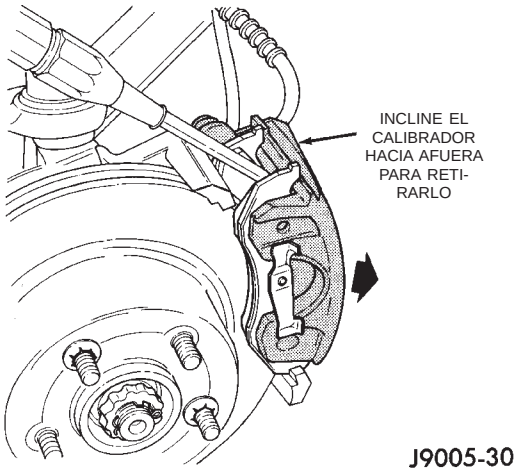

Fig. 27 Desmontaje del calibrador
(7) Incline hacia afuera la parte superior del calibrador, empleando, si fuese necesario, una herramienta de palanca (Fig. 27) y retire el calibrador.
(8) Retire el calibrador del vehículo.